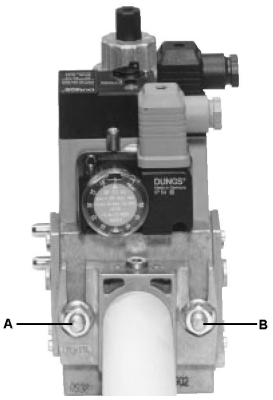
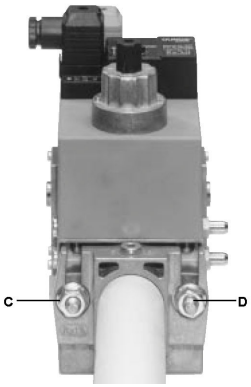
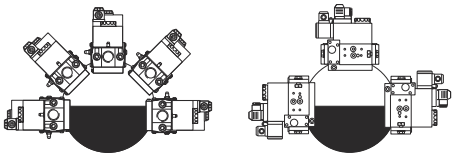

Fig. 4
Fig. 5
Fig. 7
3. stringere le viti A, B, C e D (Fig. 4 - Fig. 5), rispettando le posizioni di montaggio (Fig. 7);
1. Allentare le viti A e B **non** svitare (Fig. 4 e Fig. 5).
2. Svitare le viti C e D (Fig. 4 e Fig. 5).